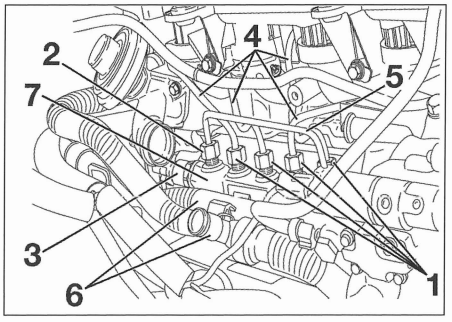

FIG. 31
• Aflojar los rácores de alta presión (1) y (2) (fig. 31).
• Desconectar el captador de alta presión (3) en el extremo de la rampa.
- las tuberías de alta presión (4) y (5).
- los tornillos de fijación de la rampa separando los manguitos de agua (6) para tener acceso a los tornillos.
- la rampa de inyección (7).